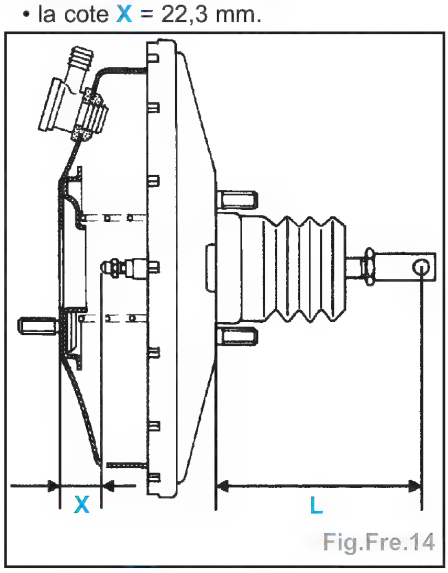

Fig.Fre.14
- Avant le remontage, vérifier (Fig.Fre.14) :